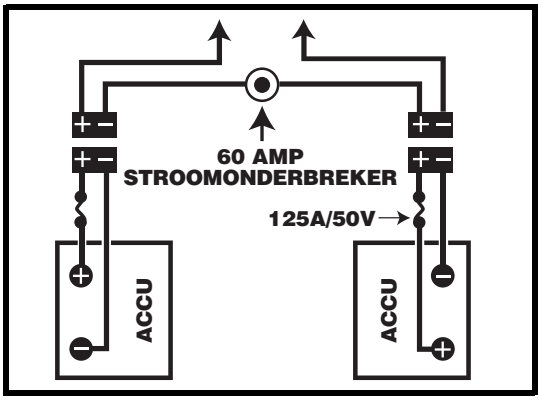

Figuur 15. Diagram van de batterijbedrading
6. Plaats een nieuwe accu in elke accuholte. Laat de accupolen van de rechteraccu naar de zittingstang toe wijzen en de accupolen van de linkeraccu in tegenovergestelde richting. **Zie figuur 15**.